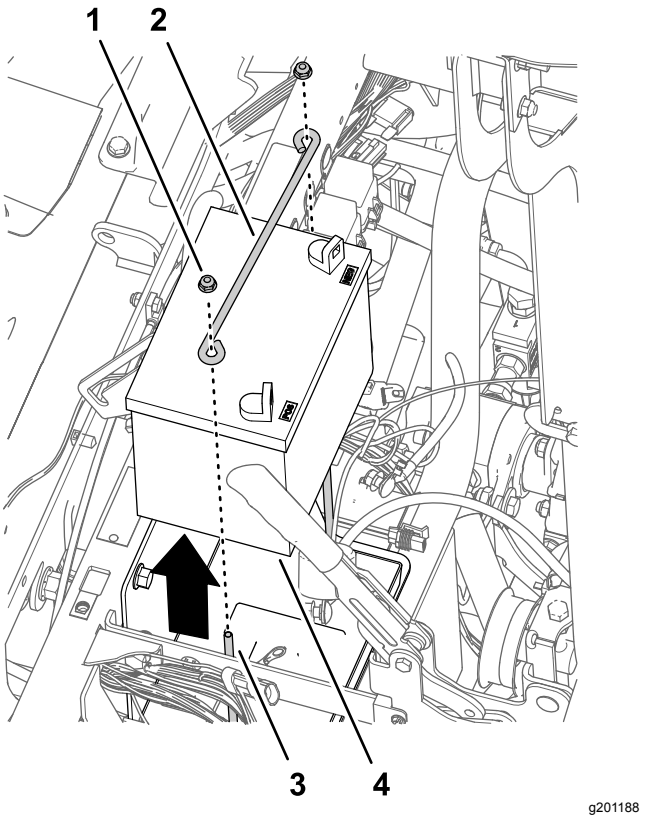

Figur 169
4. Monter dekselet som du fjernet i trinn 2 av Fjerne rattet (side 70), på rattet (Figur 169).
1. Fjern de to flenslåsemutterne og tilholderstangen fra de to J-boltene som fester batteriet til batteribraketten på maskinen (Figur 169).
2. Fjern batteriet fra maskinen (Figur 169).